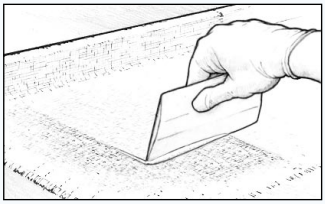

Figur 24 Skrab den overskydende epoxy væk, før det begynder at antage en gelelignende konsistens.
6. Fjern den overskydende epoxy vha. en spartel *(Figur 24)*. Brug lange, overlappende strøg med lige meget tryk. Formålet er at fjerne den overskydende epoxy, som kan få dugen til at “glide af” overfladen men samtidig undgå at skabe tørre pletter ved at trykke for hårdt med spartlen. For meget epoxy ses som et skinnende område, mens en godt gennemvædet overflade ser jævnt gennemsigtig ud med en jævn vævtekstur. Efterfølgende epoxylag fylder dugens vævstruktur.